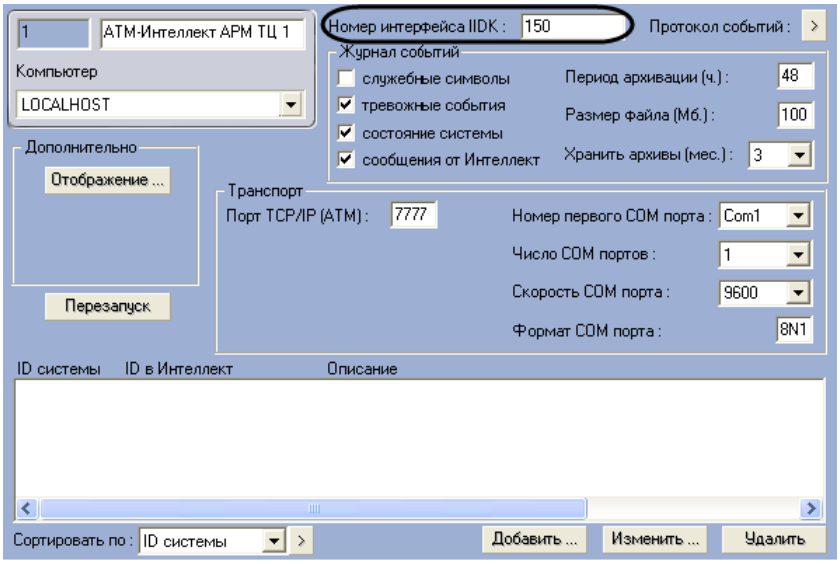

Рис. 5.2—3 Панель настройки объекта АТМ-Интеллект АРМ ТЦ
5. В поле **Номер интерфейса IIDK** ввести идентификатор объекта **Интерфейс IIDK,** созданного на шаге 2 (см. Рис. 5.2—3).